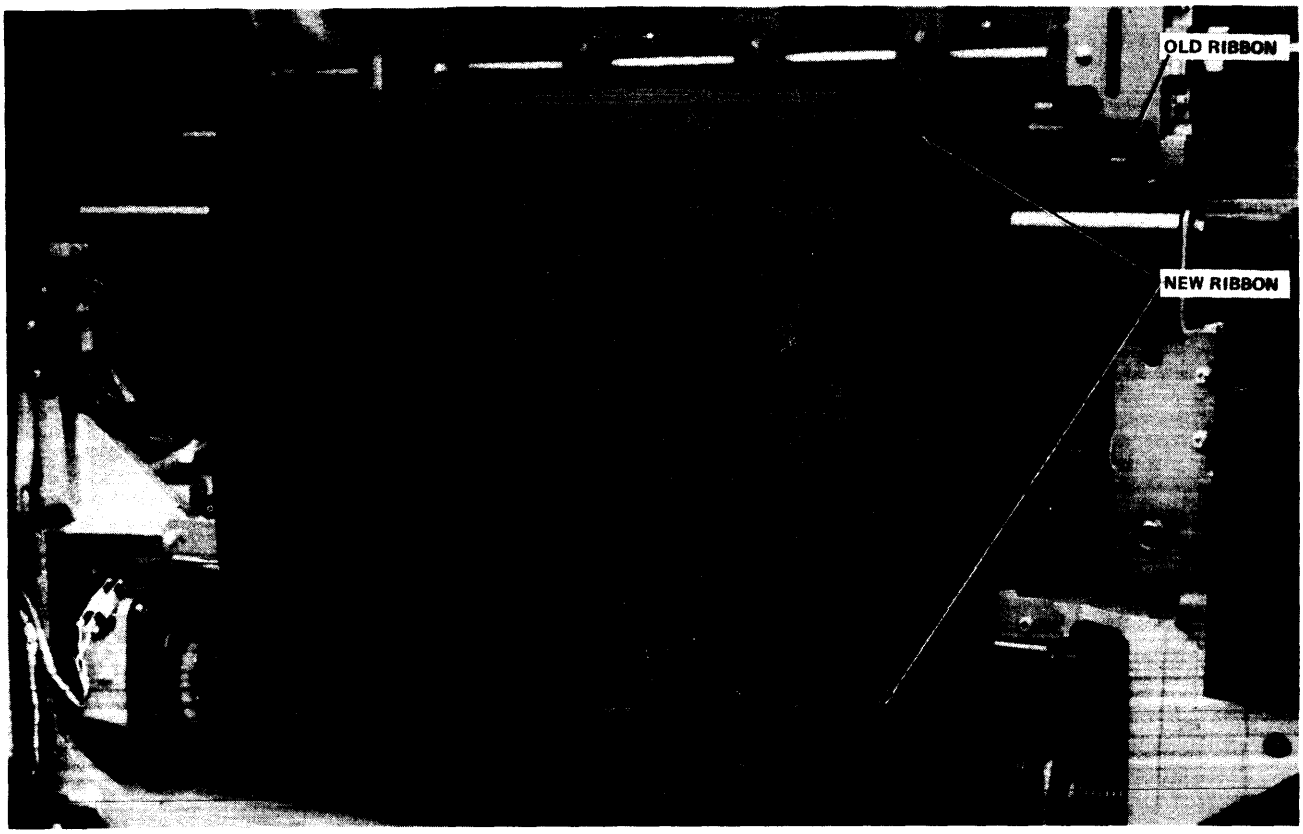

FIGURE C-32
3. Place one of new ribbon spools on front mandrel and other new spool on cartridge (Figure C-32).